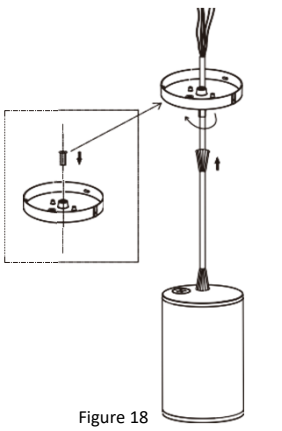

Figure 18
4. Enfilez les fils dans l'écrou creux hexagonal et fixez la plaque de montage au verrou de filetage. ***Reportez-vous à la Figure 18.***